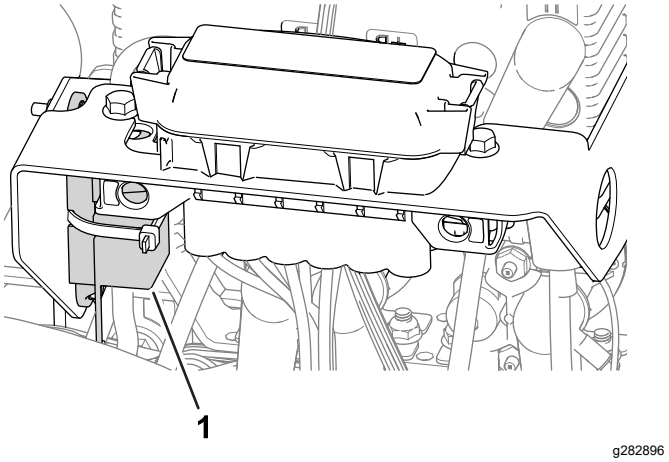

Figur 62
- Den vänstra hjulmotorns säkring (60 A) sitter under kåpan på maskinens vänstra sida, nära cylinderdrivkretsens säkringar (Figur 62).